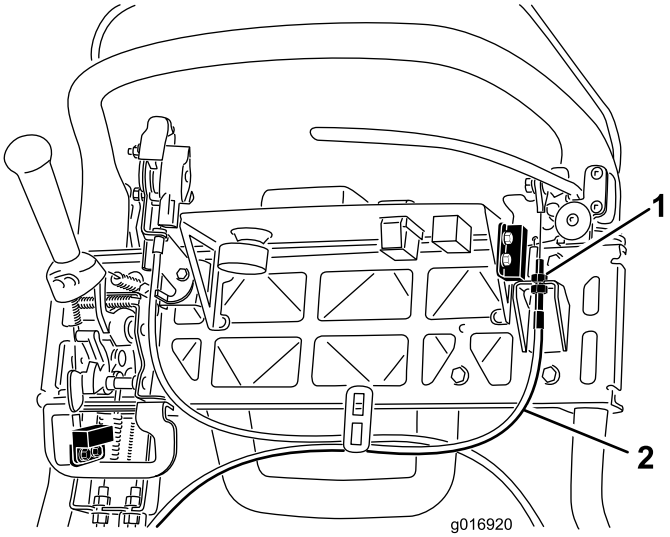

Figuur 40
3. Om de kabel aan te spannen, moet u de bovenste contramoer van de kabel losdraaien en de onderste vaster draaien (Figuur 40) tot een kracht van 156 N nodig is om de vergrendeling van de parkeerremhendel vrij te zetten.